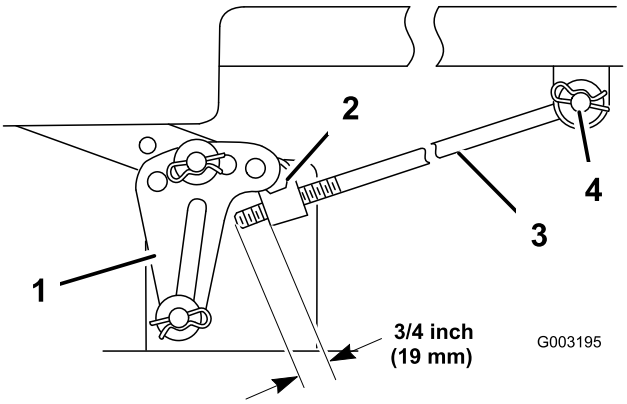

Figure 43
5. Mesurez la longueur de tige qui dépasse du bloc de réglage sur les côtés du châssis (Figure 43).
6. Si la longueur n'est **pas** égale à 19 mm (3/4 pouce), retirez la goupille fendue et la rondelle de l'extrémité de la tige (Figure 43), puis vissez ou dévissez la tige jusqu'à obtention de la longueur requise.